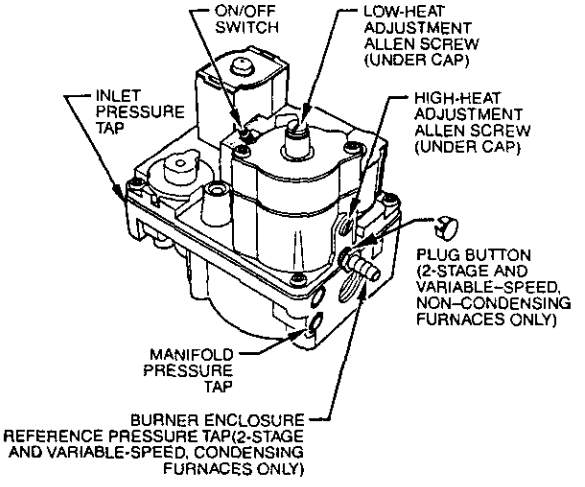

Fig. 15B - 2-Stage Gas Valve A01069
2. Remove caps that conceal adjustment screws for high-and low-heat stage gas valve regulators. (See Fig. 15B)
a. Remove caps that conceal adjustment screws for gas-valve regulators. (See Fig. 15B)